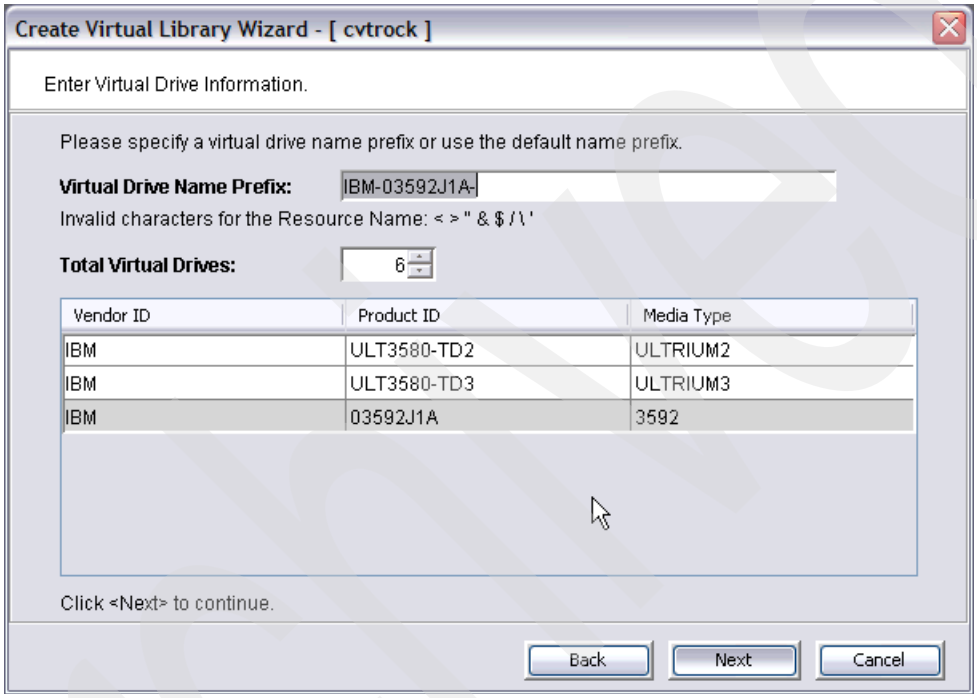

Figure 4-25 Selecting the tape drive
3. Define the virtual tape drive. As shown in the Enter Virtual Drive Information panel (Figure 4-25), you can choose either LTO Ultrium Generation 2, LTO Ultrium Generation 3, or 3592-J1A as the tape drive. You can also select the number of tape drives you want to create and specify the drive name prefix used by the TS7510. We choose six 3592-J1A Tape Drives and leave the default drive name IBM-03592J1A.